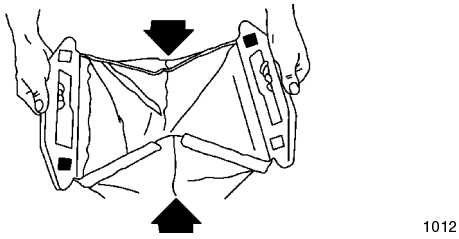

**Figure 19**
5. Close the rear of the bag by folding the sides in and pressing the interlocking rear handle halves together (Fig. 19).